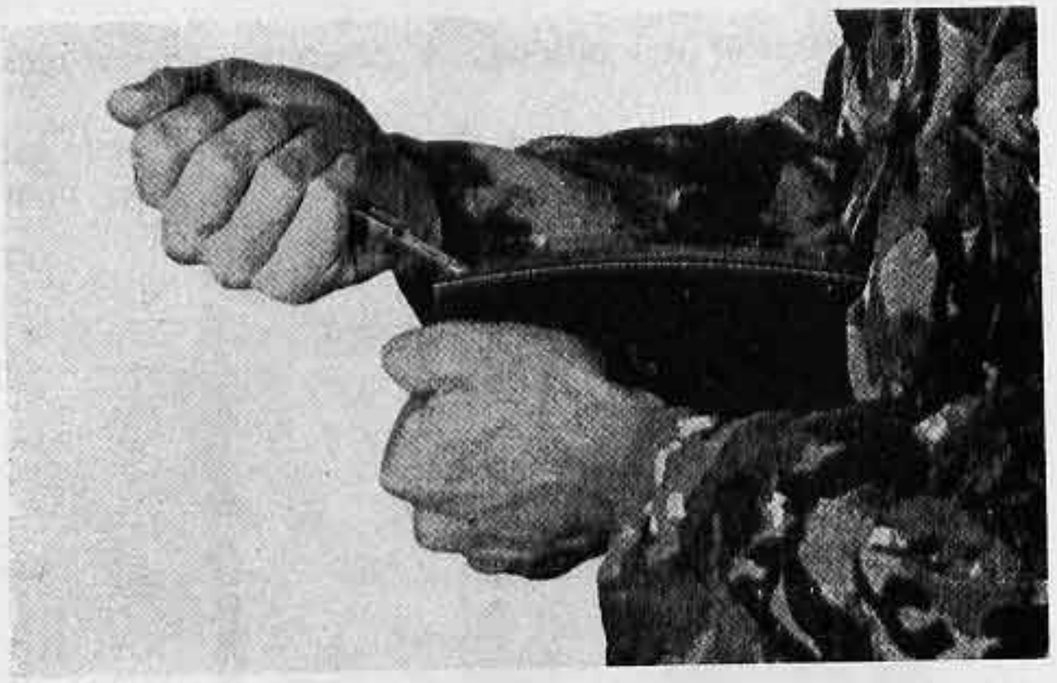

fig 25
- Démonter le magasin (fig 25)